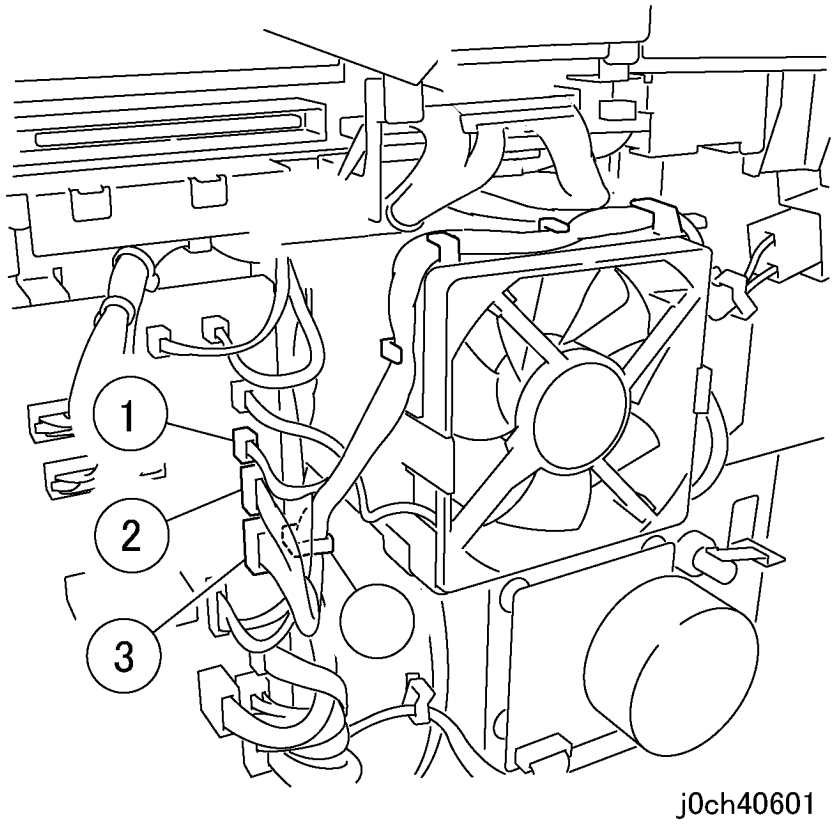

Рисунок 3 Отсоединение разъемов (x3) (j0ch40601)
5. Отсоедините разъемы (x3) (рисунок 3).